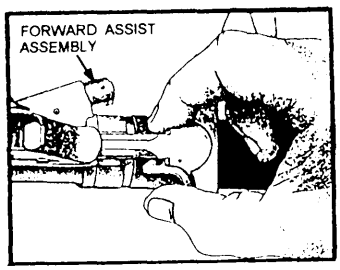

Figure 8-20.—Pulling the charging handle rearward.
3. Lock the bolt open as shown in figures 8-20 and 8-21. Grasp the charging handle with thumb and forefinger of right hand; depress the charging handle latch with right thumb; and pull to the rear (fig. 8-20).
Do not "ride" the charging handle forward with the right hand. If the handle is eased forward from the open position, the bolt may fail to lock. If the bolt fails to go fully forward, strike the forward assist assembly (fig. 8-20) with the heel of the right hand.